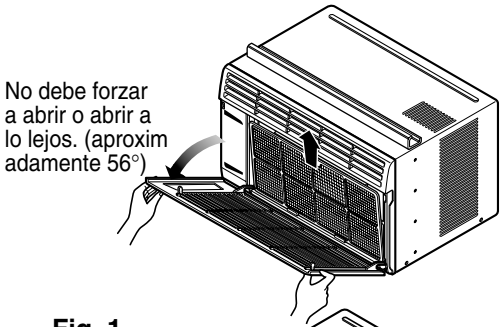

Fig. 1
1. Saque el Filtro de Aire de la parrilla frontal halando hacia la izquierda (ver Fig. 1).